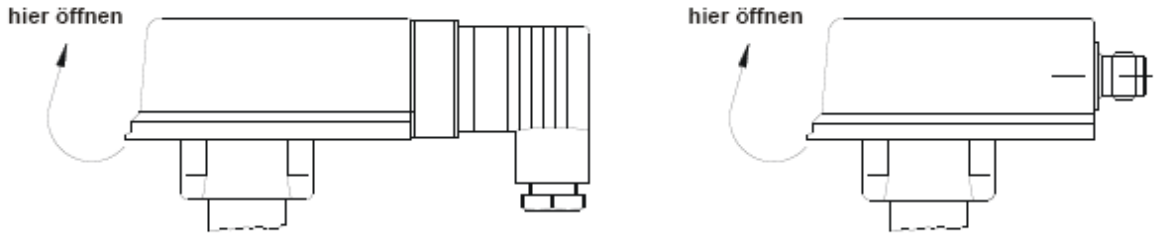

Abb.14
Verstellen der Schalteinheit (Abb. 14 bis 16)
- Zum Verstellen der Schalteinheit muss der Deckel des Schaltkopfes geöffnet werden (Abb. 14).